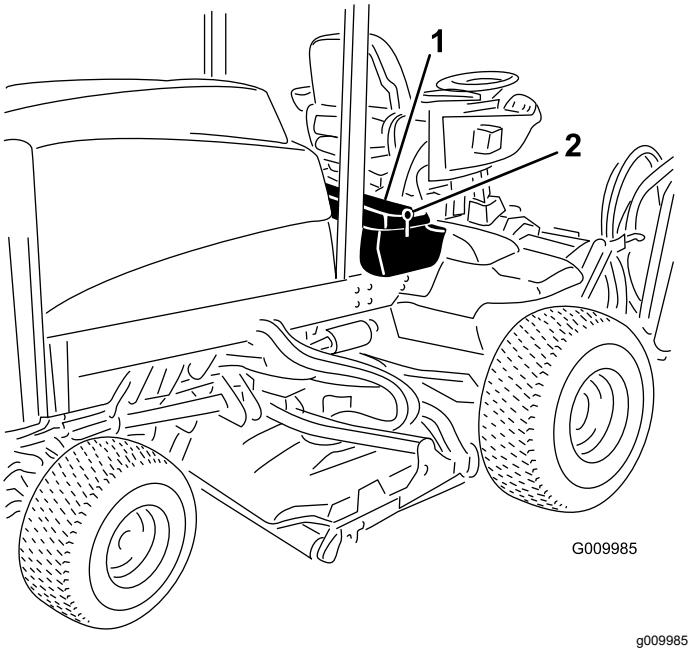
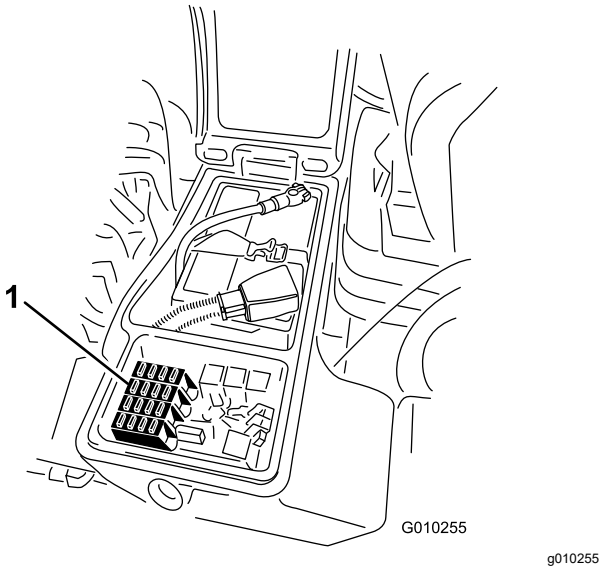

Figur 95
Figur 96
1. Løsne deksellåsen på høyre oppbevaringsboks, og løft dekselet (Figur 95) for å avdekke sikringsblokken (Figur 96).
2. Skift åpne sikringer etter behov (Figur 96).
3. Lukk dekselet på høyre oppbevaringsboks, og fest dekselet med låsen (Figur 95).